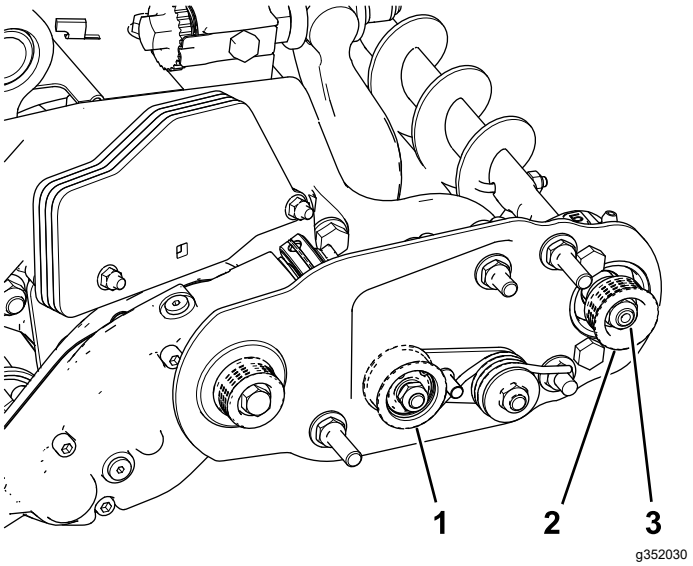
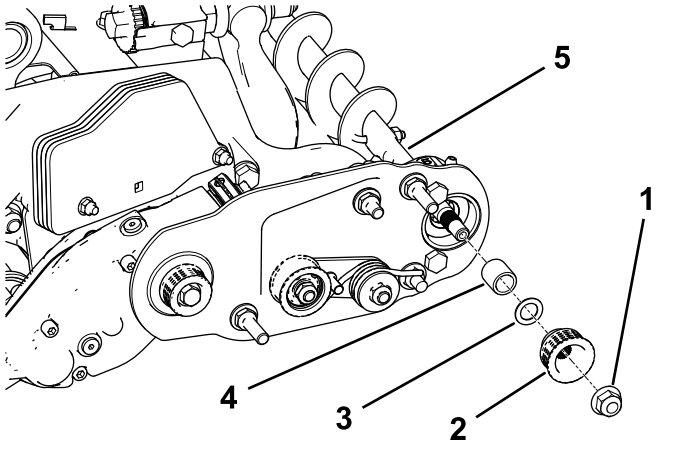

Rysunek 24
Rysunek 25
Informacja: Napędzone koło pasowe (na wałku szczotki wałkowej) można przesunąć do wewnątrz lub na zewnątrz (Rysunek 24).
2. Obracając wrzecionem, co spowoduje obracanie napędzającego koła pasowego, zsuń pasek z napędzającego koła pasowego (Rysunek 24).
3. Odkręć nakrętkę zabezpieczającą mocującą koło pasowe napędzone do wałka szczotki (Rysunek 24 lub Rysunek 25).
4. Zdejmij koło pasowe napędzone z wałka (Rysunek 25).
5. Jeżeli koło pasowe ma znaleźć się bardziej na zewnątrz, dołóż podkładkę o grubości 0,8 mm (Rysunek 25).